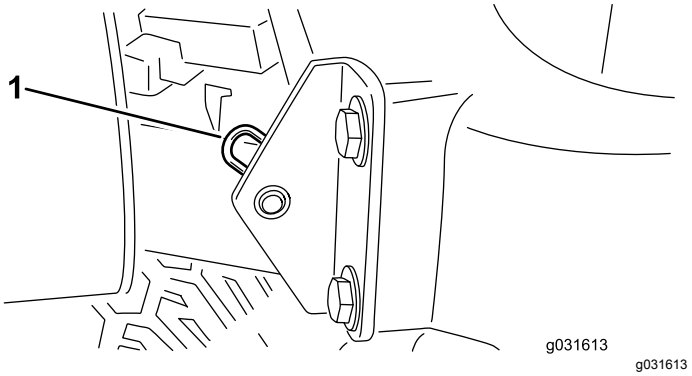

Figuur 64
2. Verwijder de R-pen waarmee het draaipunt van de motorkap aan de montagebeugels is bevestigd (Figuur 64).